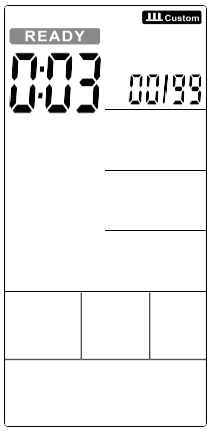

Figure 35
4. Cycle time counts down from 3 to 0 then console start, meanwhile buzzer beeps once per second and **READY** flashes once per second, counting displays '00/XX' (Figure 35).